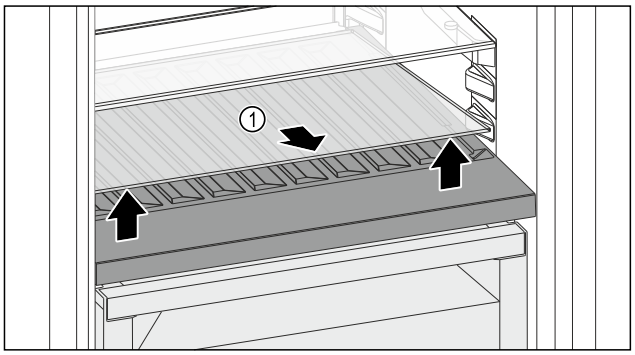

Fig. 157
▶ Lift the glass shelf *Fig. 157 (1)* in the front at the recess and pull it out.
▶ Store the glass shelf *Fig. 157 (1)* somewhere safe outside of the appliance.